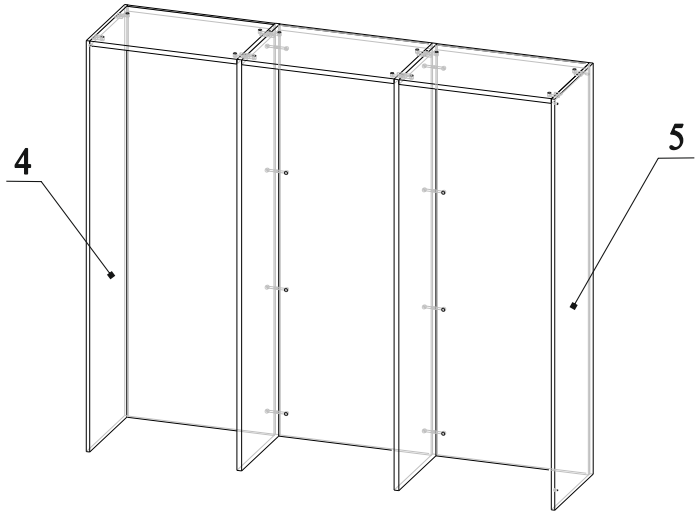

Рис.12
23. Соединить детали 4 и 5 с деталями 10, затянуть эксцентрики по часовой стрелки до упора (рис.12);